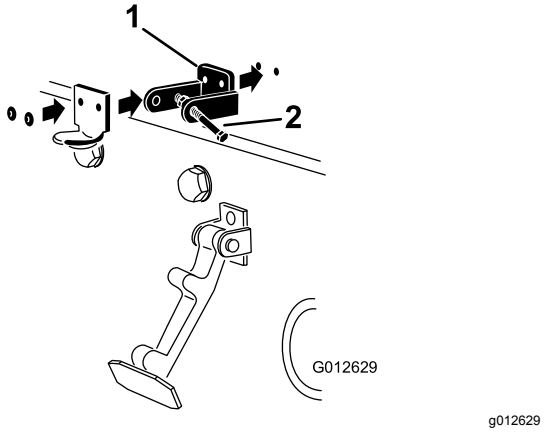

Figura 4
3. Alineando los taladros de montaje, coloque el cierre de seguridad para CE y el cerradero sobre el capó. El cierre de seguridad debe estar en contacto directo con el capó (Figura 4). No retire el conjunto de perno y tuerca del brazo del cierre de seguridad.
5. Remache el seguro de cierre, el cerradero y las arandelas al capó (Figura 4).